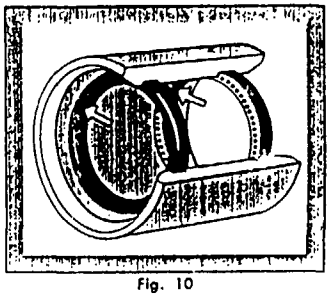

Fig. 10
Certain-teed FLUID TITE Couplings are easily assembled. The scientifically designed and patented rubber gaskets have tapered surfaces that allow the pipe to assemble easily - yet seal perfectly. (Figure 10)
1. Place rubber gaskets inside coupling grooves with holes facing center. After placing, snap the gasket at the four quarters of its circumference to insure that the gasket is properly seated in the groove. (Figure 10)